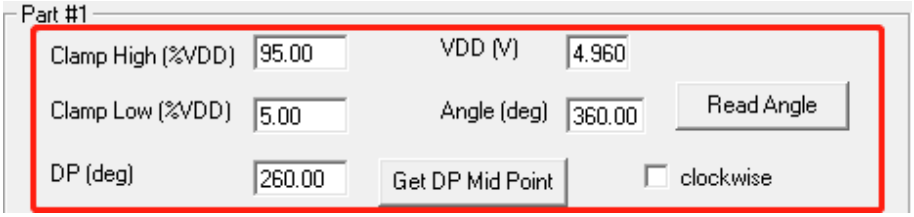

图 4.2.5
4、芯片上电工作完成后开始设置芯片预期输出参数值。请参阅软件介绍 4.1.1 中 3 部分的说明。如图 4.2.5，手动输入芯片预期输出的高钳位电压/低钳位电压（Clamp High/Clamp Low）的值，当前设置 Clamp High 为 95%，Clamp Low 为 5%，注意单位为供电电源的电压百分比；其中 VDD 为编程芯片当前供电电压（单位为：V），之前步骤点击 Power on 时编程器自动读出并更新，不需要手动修改。Read Angle 按钮可读取当前芯片的时时角度值（单击刷新）。DP 点为芯片 0 点的位置，可自行填写，单位为：度，也可以将磁铁旋转于芯片编程区域内，点击 Get DP Mid Point 按钮获取 DP 点设置值，当前为手动填写 260°。